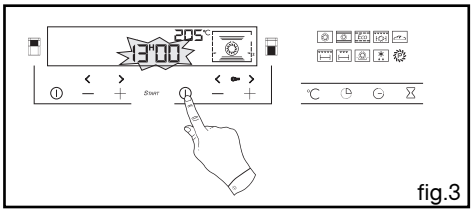

fig.3
- l'indicateur de durée de cuisson et 0:00 clignotent (fig.3),